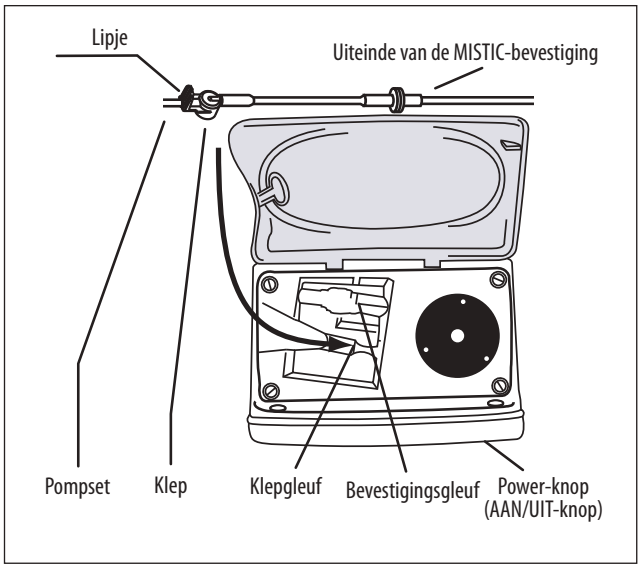

Afbeelding 6A.
2. Laad de pompset door het lipje op de klep vast te houden en de klep daarna in de gleuf aan de linkerkant te steken. (Afbeelding 6A)